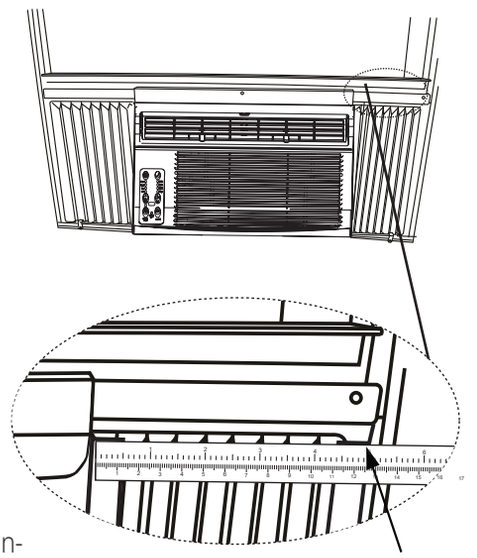

Fig.11
Paso 1. Después de instalar la unidad en la ventana, mida el ancho interior de la cortina lateral como se muestra (Fig.11).